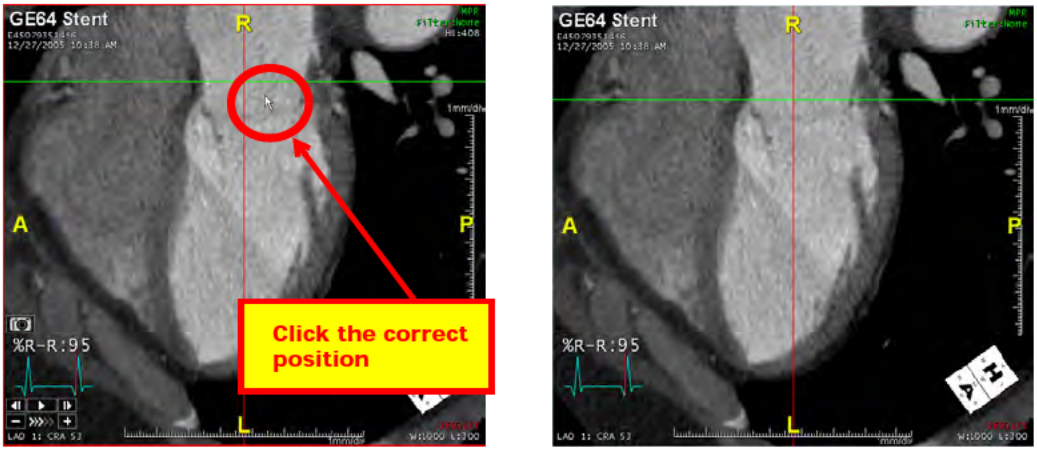

Figure 5-7: Adjusting the Valvular Annulus (Left: Incorrect; Right: Corrected)
2. If any is incorrect, adjust the level of valvular annulus by moving the mouse over the long-axis view that contains the error, and clicking on the place where the bar should be (see Figure 5-7 on page 5-6). The bar moves automatically to the selected position.